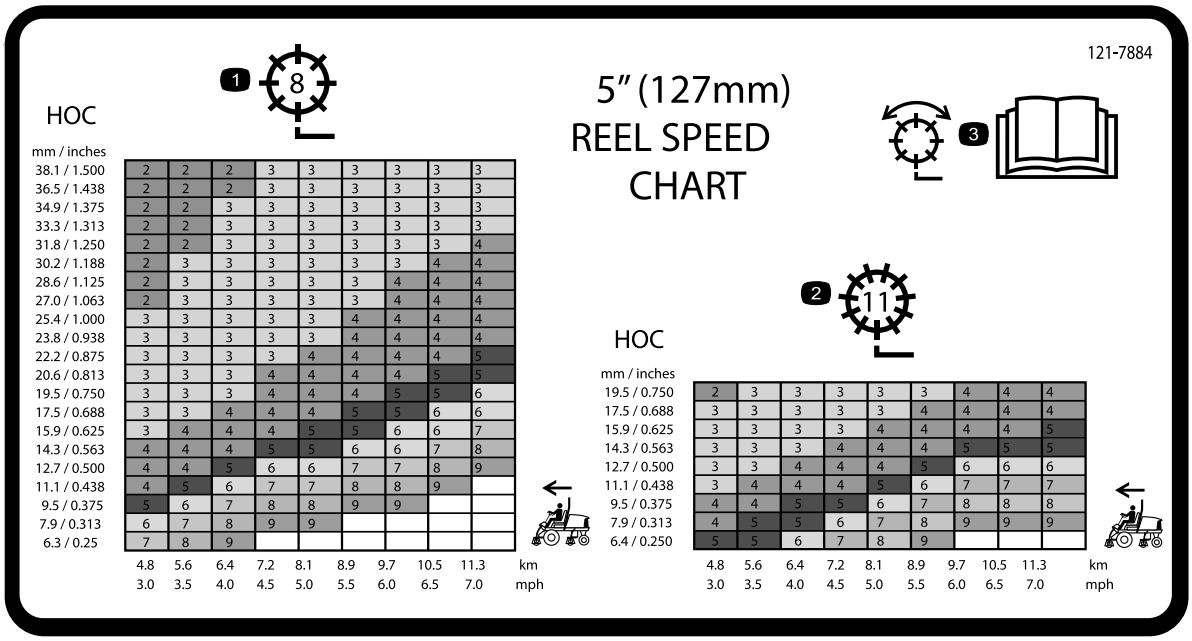

Figure 35
3. Reportez-vous au graphique sur les autocollants du tableau de vitesse des cylindres (Figure 35 et Figure 36) pour déterminer le réglage de vitesse de cylindre correct.